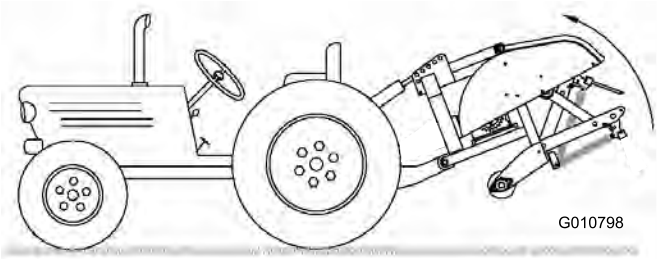

Figuur 9
2. Breng de beluchter volledig omhoog en trek de bovenste schakel van de cilinder of de bovenste schakel volledig in (Figuur 9).